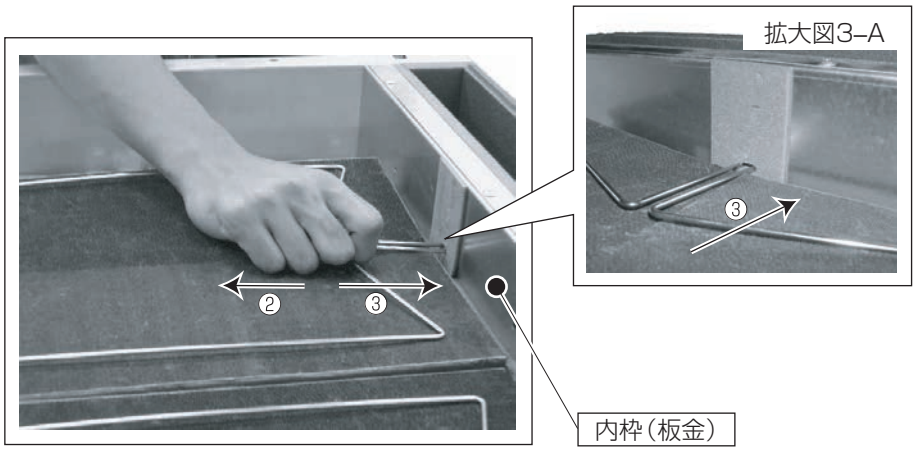

図3
（3）フィルター押え金具の先端部を②引っ張り、内枠（板金）に貼付けてあるシール材のスリット部に③差込み固定してください。（図3、拡大図3－A）